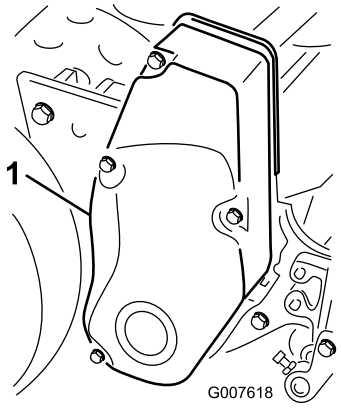

Figur 35
1. Fjern monteringsskruen på remdekslet og deretter remdekslet for å få tilgang til remmen (Figur 35).